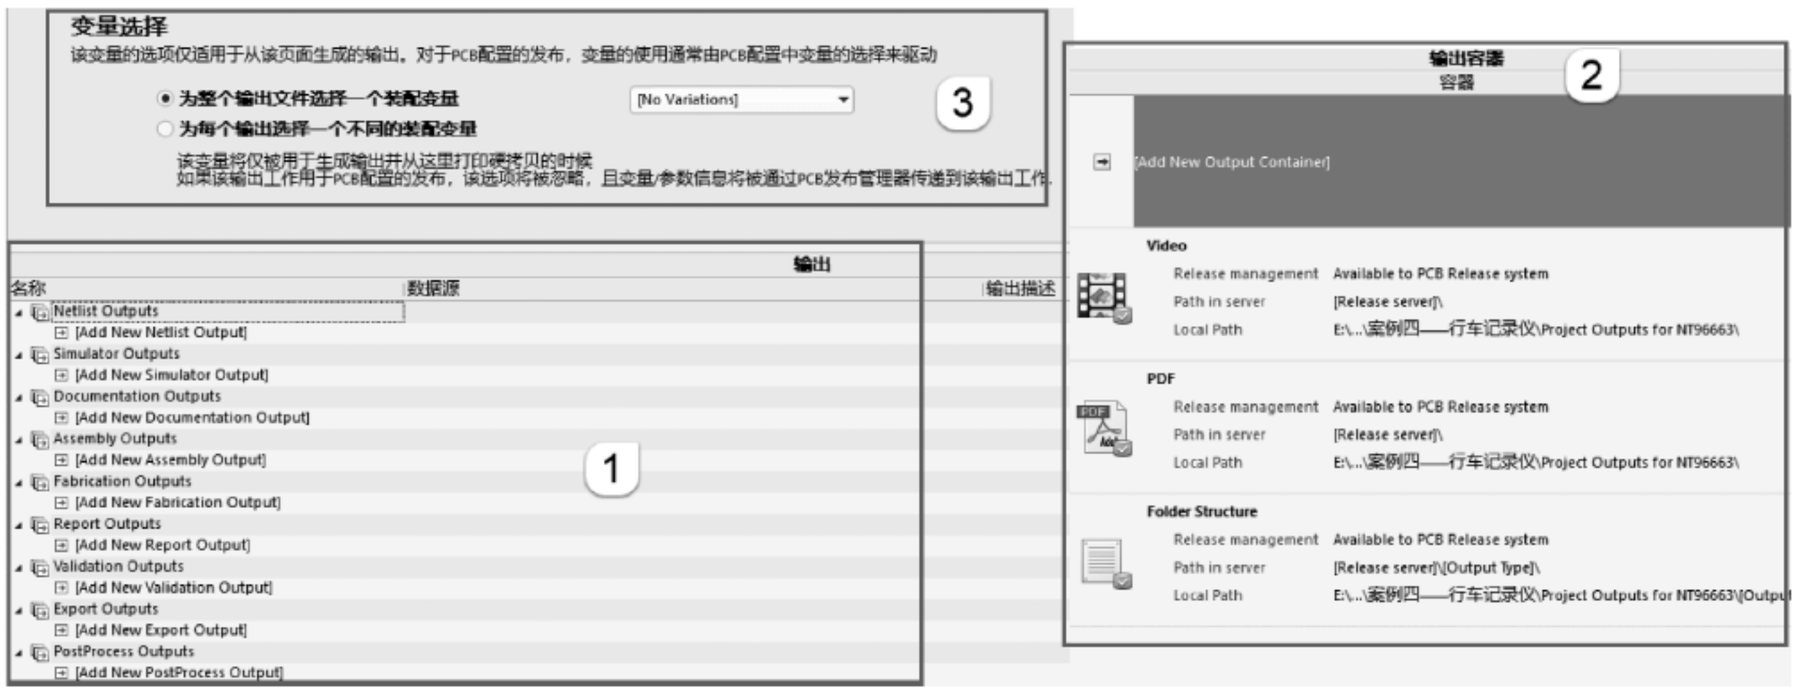

图 1-314　Output job 文件
(1) 添加和定义一个 Output job。执行菜单栏中“文件”→“新的”→“Output job 文件”命令，新建的 Output job 文件会添加到工程项目 Settings→Output Job Files 子文件中，如图 1-314 所示。